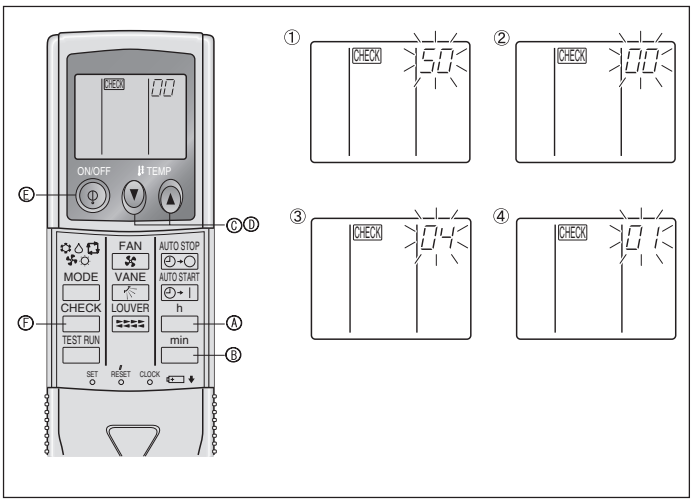

Fig. 6-11
2) Para el controlador remoto inalámbrico por infrarrojos (Fig. 6-11)